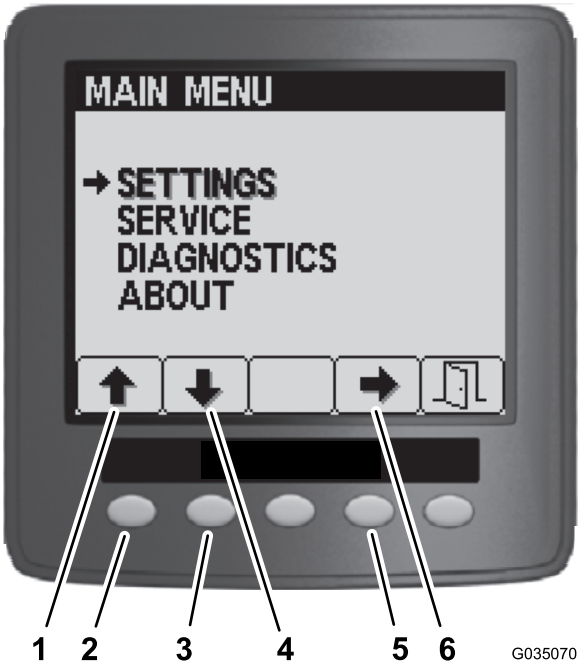

Figur 100
3. På huvudmenyskärmen trycker du på knapp 1 eller knapp 2 tills alternativet Inställningar markeras. Tryck på knapp 4 för att gå till Inställningsmenyerna (Figur 100).